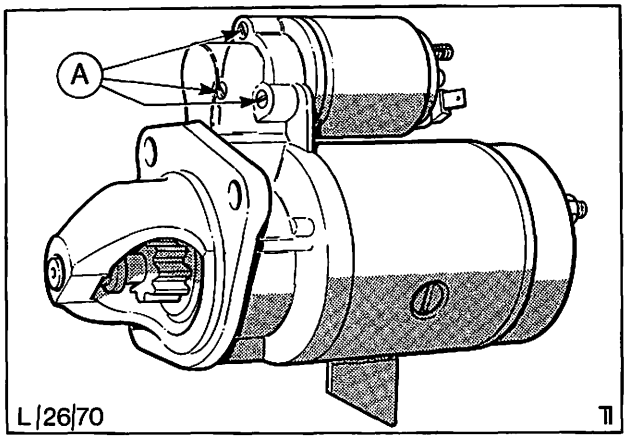
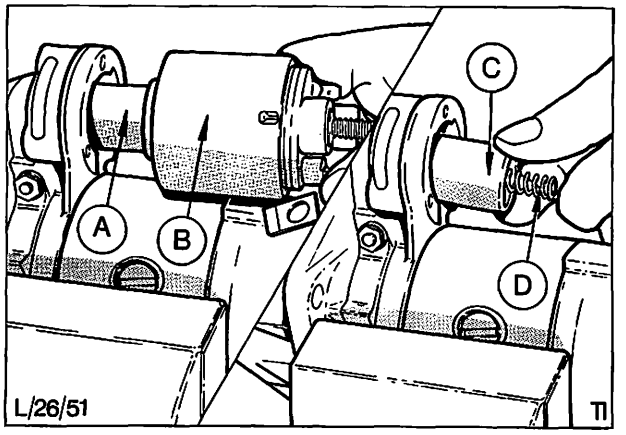

Abb. 81 A = Befestigungsschrauben – Magnetschalter
Abb. 82 Magnetschalter abbauen
2. Befestigungsschrauben (3), des Magnetschalters herausdrehen, Abb. 81. Dann Schaltergehäuse vom Antriebslagerschild und Schalteranker zurückziehen und Schalteranker von der Einrückgabel aushängen, Abb. 82.